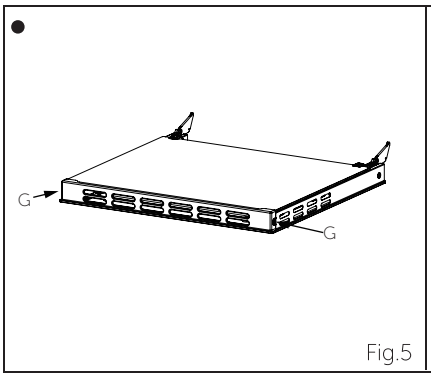

Fig.5
- Double oven door: Remove the seal G by unscrew the no.2 bolts (fig.5)